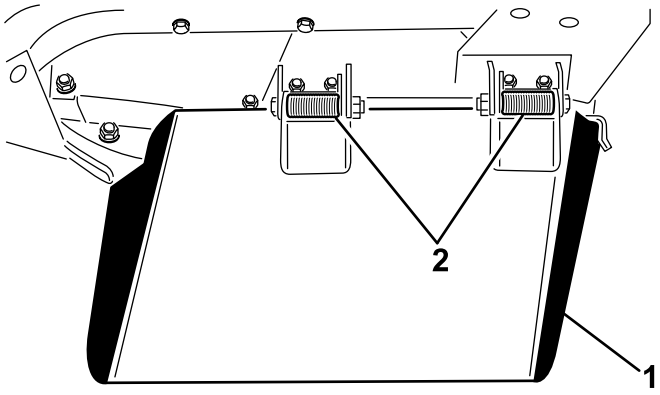

**Figuur 14**
**Opmerking:** De geleider wordt door middel van veerbelasting in de bedrijfsstand omlaag gehouden (Figuur 14), maar de bestuurder kan de geleider tijdelijk uit de weg zwaaien als dit nodig is.